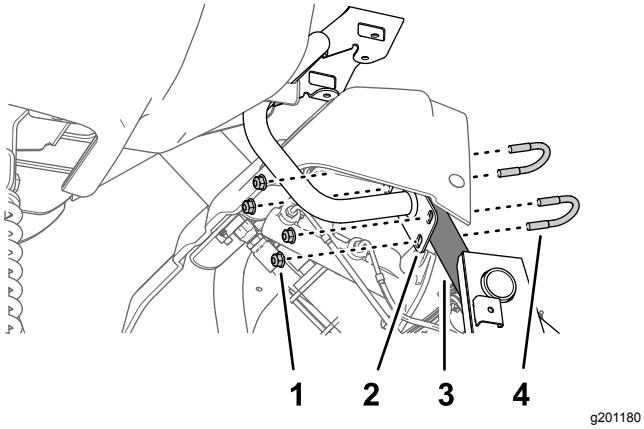

Figur 162
3. Monter platen for monitorfestet til støtterøret på maskinchassiset (Figur 162) med de to U-boltene og fire flenslåsemutterne (5/16 tomme).